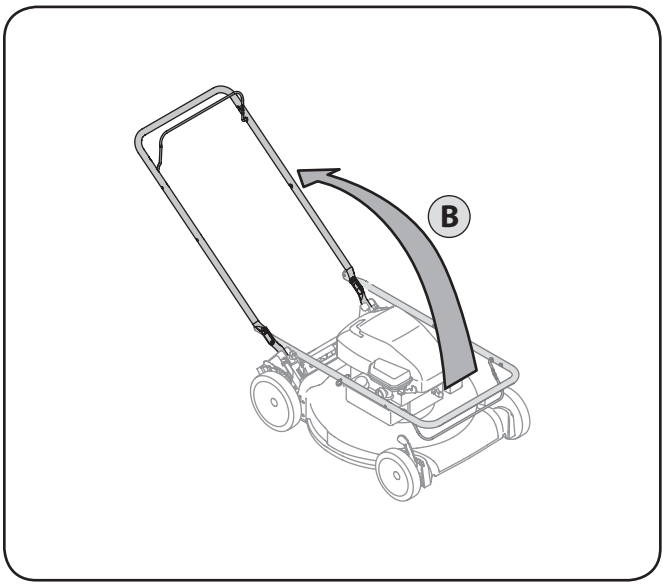

Figure 3-2
b. While stabilizing mower so it doesn't move, pivot upper handle up as shown in Fig. 3-2. Do not crimp cable while lifting the handle up.